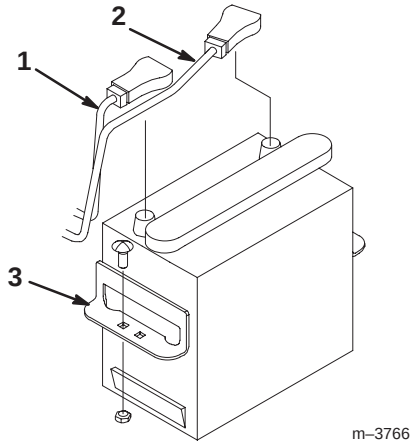

Bild 53
3. Entfernen Sie die Batteriehaltebügel (Bild 53).
4. Klemmen Sie das Minuskabel (schwarz) vom Batteriepol ab (Bild 53).
5. Klemmen Sie das (rote) Pluskabel vom Batteriepol ab (Bild 53).
1. Setzen Sie die Batterie in das Chassis ein (Bild 53).
3. Schließen Sie das Pluskabel (rot) am Pluspol (+) an (Bild 53).
4. Schließen Sie das Minuskabel (schwarz) am Minuspol (–) an (Bild 53).